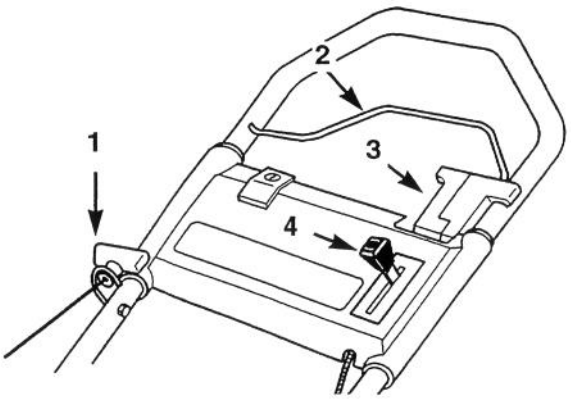

**Figur 2**
1. REGLAGE. Drivreglage (självgående modell), gasreglage, stoppreglagestång and fingertoppsstart finns på handtaget (Figur 2).